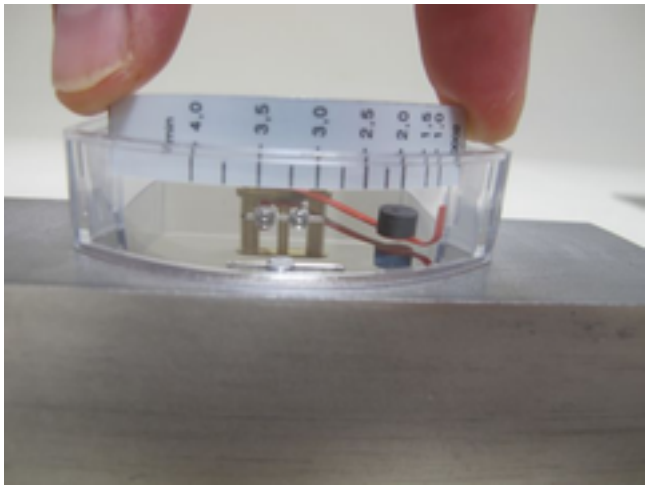

Fig. 68: Insert the scale bar
15. Insert the scale support (with affixed scale) into the guides in the plastic housing (*Fig. 68*). Observe direction of flow (lowest scale value toward inlet side of the device).